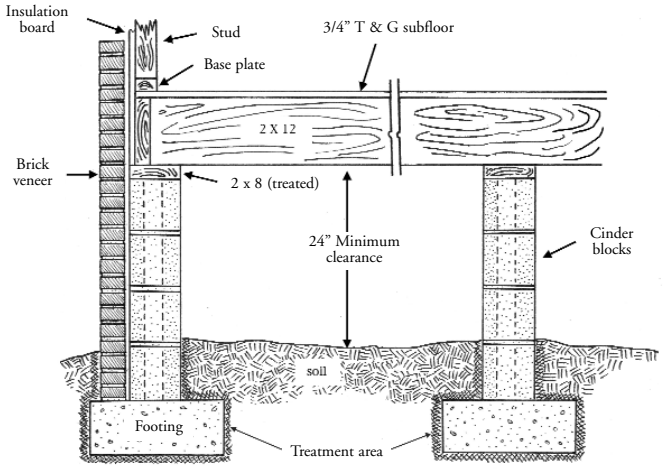

Figure 9
- Conventional or Crawl Space (Figure 9): The floor of this foundation is elevated above the soil and rests on a foundation wall and piers. There should be at least 24 inches between the soil and the floor joists. This kind of foundation provides room to move about under the structure while checking inside foundation walls, piers, and floor joists in termite inspections, as well as providing room to apply remedial treatments if needed.